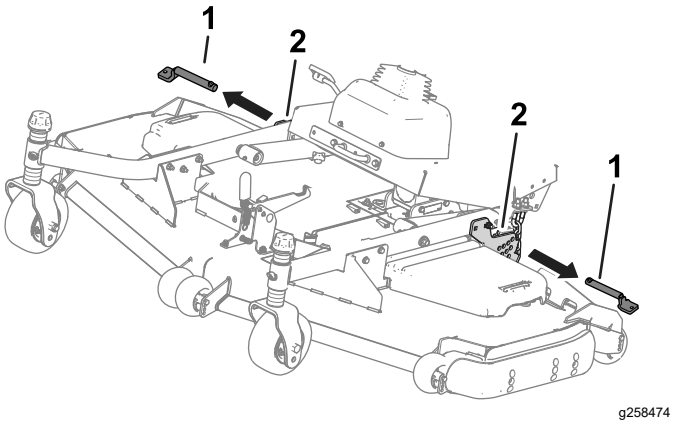

Figur 35
4. Ta bort pinnarna från klipphöjdsplattorna (Figur 35).